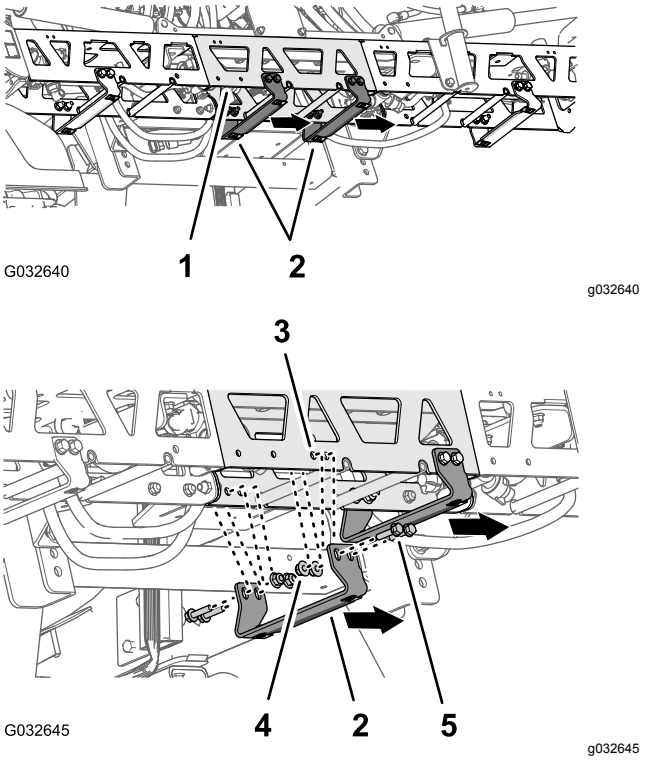

Figuur 151
2. Zoek op het verlengstuk voor de middelste spuitboom 2 paar gaten in het verticale vlak van het verstevigde frame; er is 25 mm tussen de gaten (Figuur 151).
3. Lijn de gaten in een steunbeugel (Toro onderdeelnummer 131-3703-03) uit met de gaten in het verlengstuk voor de middelste spuitboom die u gevonden hebt in stap 2; hou de brede flens van de beugel aan de linkerkant, zoals in Figuur 151.
4. Monteer de steunbeugel op het frame (Figuur 151); gebruik hierbij 4 flenskopbouten (3/8 x 1-1/4" - Toro onderdeelnummer 110-5050) en 4 flensborgmoeren (3/8" - Toro onderdeelnummer 104-8301).